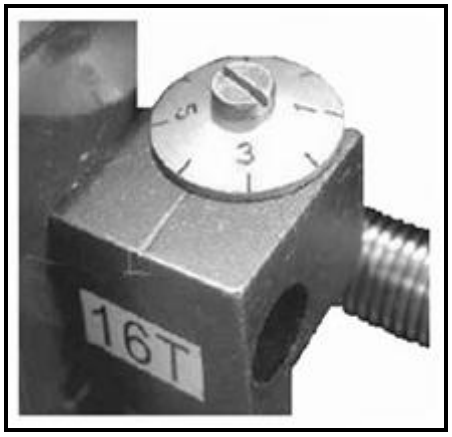

FIGUUR 4.1
4.1 Identifiseer die draaibankkomponent wat in FIGUUR 4.1 getoon word.